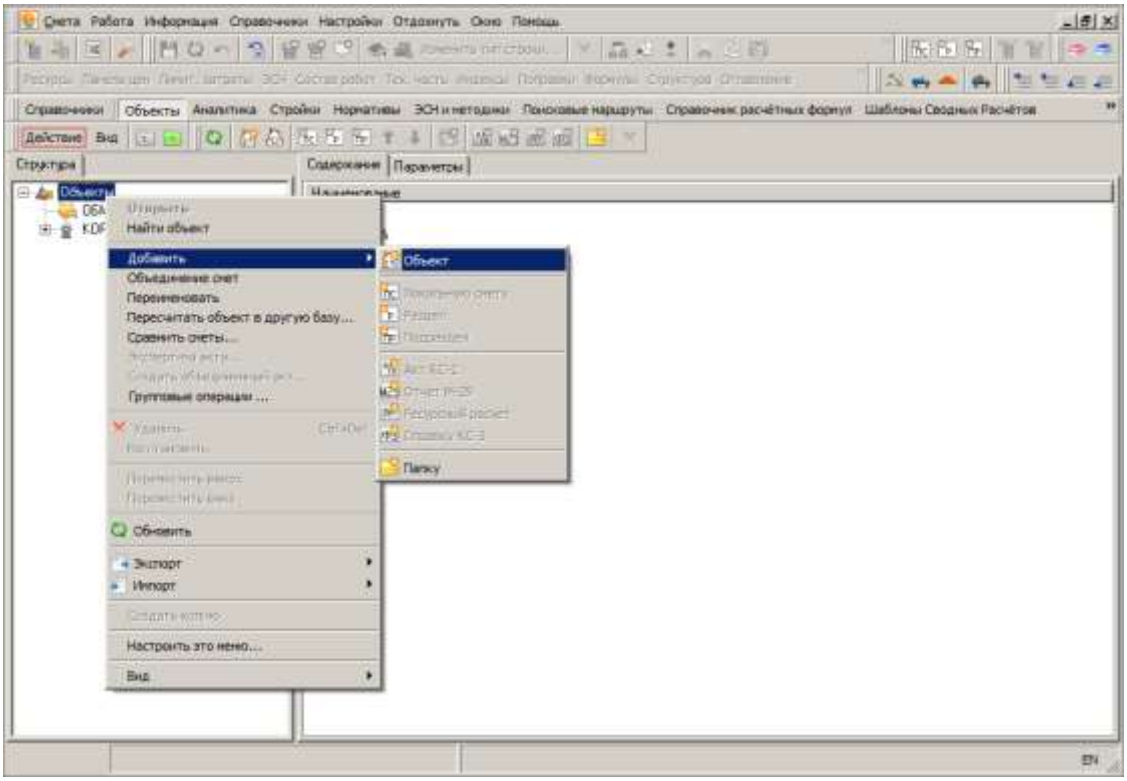

Рис. 2. Создание объекта с помощью контекстного меню
- щелкните правой кнопкой мыши по справочнику Объекты в Менеджере и в контекстном меню выберите пункт **Добавить –> Объект** (см. рис. 2);
- нажмите на кнопку **Действие** и выберите пункт **Добавить –> Объект** (см. рис. 2).